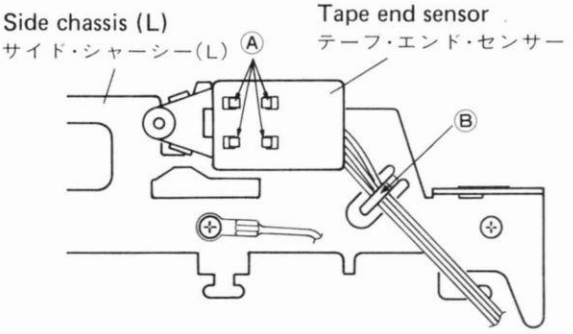

Fig. 2-8
I. Disengage hooks Ⓐ and hook Ⓑ shown in Fig. 2-8, then remove the tape end sensor from side chassis (L).
I．図2-8 のフックⒶとフックⒷを外し，テープ・エンド・センサーをサイド・シャーシー(L) より外す．